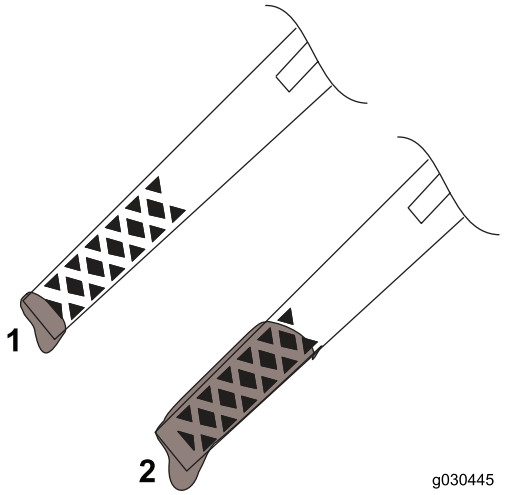

Bild 17
- Füllen Sie Öl nach, wenn der Ölstand unter der Auffüllmarke am Peilstab steht.Bild 17 Siehe Wechseln des Motoröls (Seite 16).
- Wenn der Ölstand über der Voll-Markierung liegt (Bild 17), lassen Sie so viel Öl ab, bis der Füllstand am Peilstand die Voll-Markierung erreicht, siehe Wechseln des Motoröls (Seite 16).